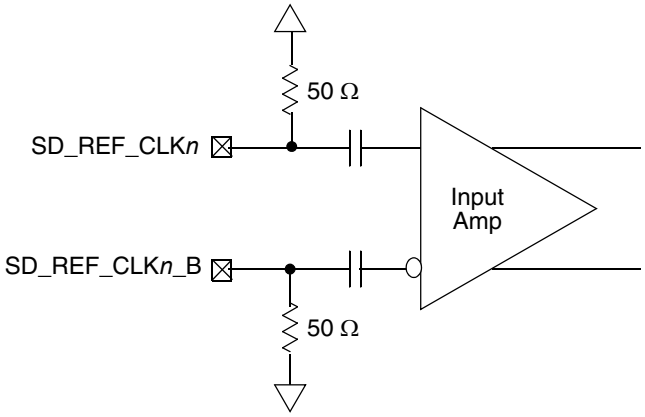

Figure 35. Receiver of SerDes Reference Clocks
- The SD_REF_CLK*n* and SD_REF_CLK*n*_B are internally AC-coupled differential inputs as shown in Figure 35. Each differential clock input (SD_REF_CLK*n* or SD_REF_CLK*n*_B) has on-chip 50-Ω termination to SGND followed by on-chip AC-coupling.